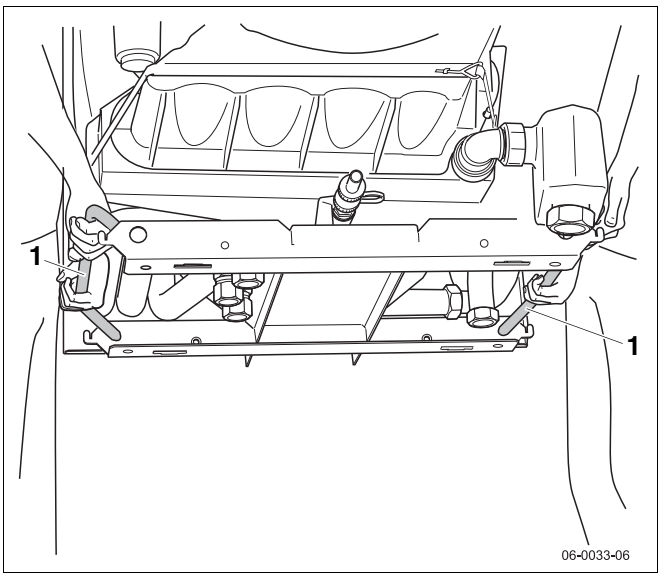

Bild 18 Heizkessel heben und tragen
Der Logano SB105 kann zum Heben und Tragen unten an den Hebehilfen am Grundrahmen (Bild 18, **Pos. 1**) angefasst und zum Aufstellort transportiert werden.
- Heben und tragen Sie den Heizkessel nur an den vorgesehenen Hebehilfen (Bild 18, **Pos. 1**).
- Heizkessel an den Hebehilfen am Grundrahmen (Bild 18, **Pos. 1**) hochheben und zum Aufstellort tragen.